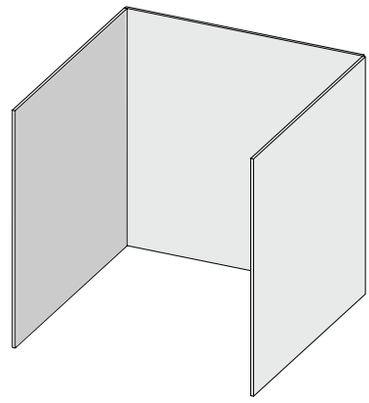

Fig. 1
- Un aparato se considera al aire libre si se instala en un refugio con no más que paredes en tres lados, pero sin cubierta superior. **(Fig 1)**